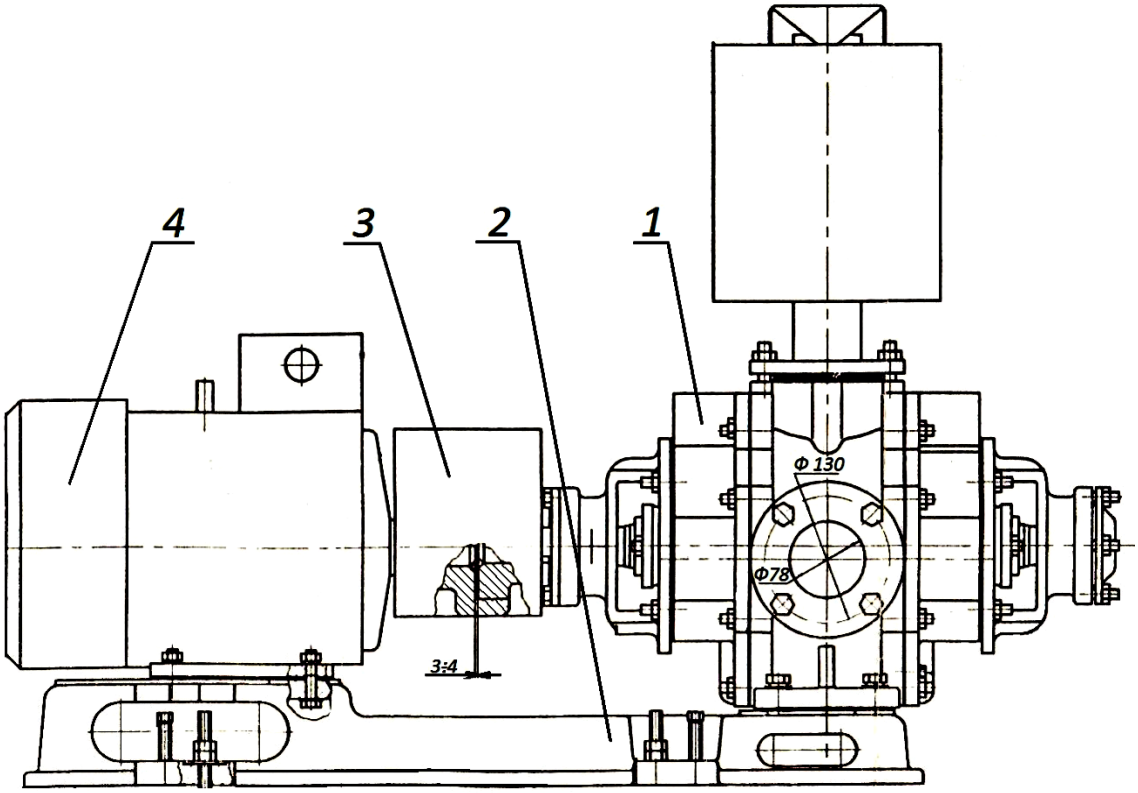

Рисунок 2 – Общий вид электронасосного агрегата на раме: 1 – насос с водоотделителем; 2 – плита фундаментная (рама); 3 – кожух; 4 – электродвигатель.
— насос с водоотделителем, электродвигатель, плита (рама) и кожух в соответствии с чертежом электронасосного агрегата (рисунок 2).
2.4.1. Насос и электродвигатель устанавливаются на общей фундаментальной плите (раме) (рис.2).